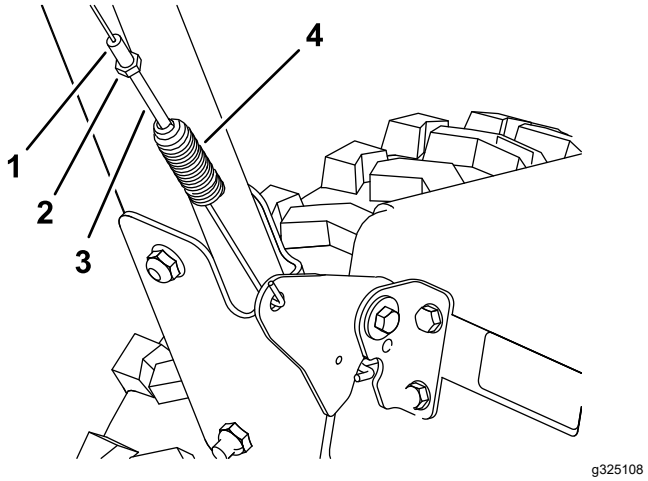
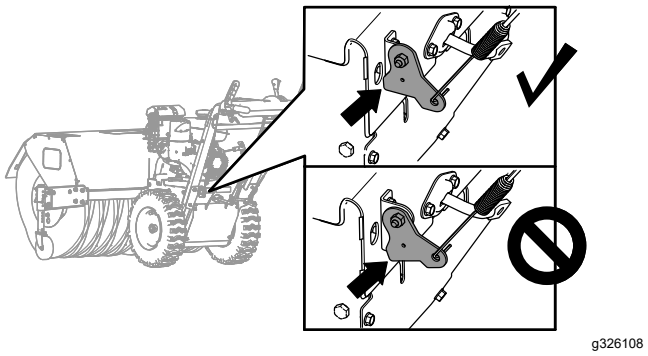

Figure 34
Figure 35
1. Desserrez l'écrou de blocage (Figure 34).
2. Tournez le tendeur de ressort jusqu'à ce que le câble soit tendu (Figure 34) et que le bas du support touche la plaque supérieure de la machine (Figure 35).
3. Resserrez l'écrou de blocage (Figure 34).